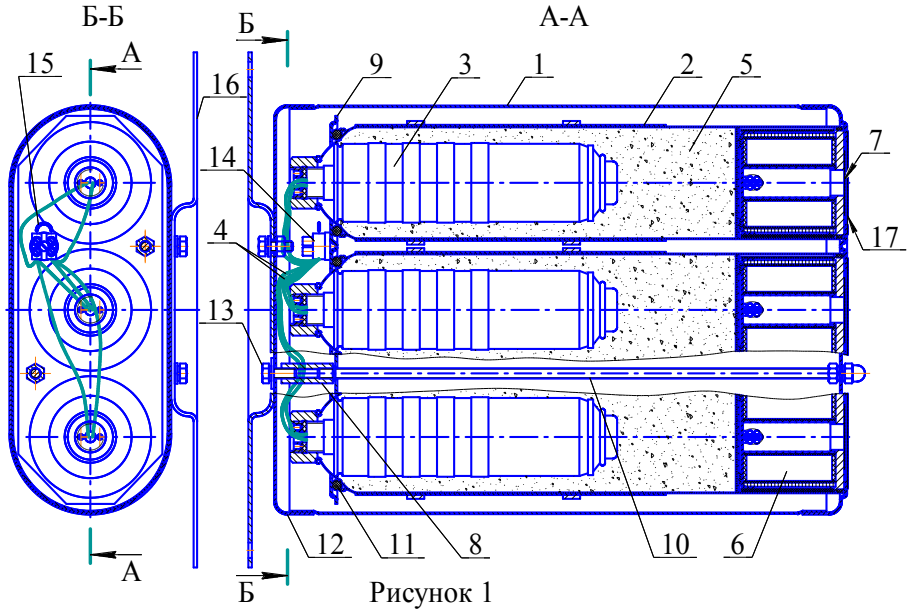

Рисунок 1
4.1.1 ГГПТ (см. рисунок 1) состоит из корпуса **1**, в котором размещены три сменных картриджа **2**, содержащих газогенерирующий элемент **3** с элементом электропусковым **4**. Свободный объем корпуса картриджей **2** заполнен таблетками охладителя **5**. Для очистки огнетушащего газового вещества от механических примесей в каждом картридже установлен фильтр-сепаратор **6**. Выходное отверстие фильтра-сепаратора заглушено самоклеющейся пленкой ПВХ **7**. В верхней части корпуса **1** картриджи при помощи гаек **8** поджаты крышкой **9**. Соединение корпуса **1** с крышкой **9** производится шпильками **10**. Для компенсации воздействия вибрации между картриджами **2** и крышкой **9** установлены резиновые кольца **11.** Сверху ГГПТ закрыт крышкой **12**, которая закреплена болтами **13**, соединенными с гайками **8**. Оголенные концы проводов элементов электропусковых **4**, скрученных по одному проводу от каждого картриджа в две группы и залужённых после скрутки, закреплены в соединительной коробке (зажиме контактном винтовом) **14**. Выходные клеммы соединительной коробки **14** замкнуты проводом **15**. ГГПТ снабжен кронштейном **16**, который болтами крепится к боковой поверхности корпуса **1** или к крышке **11**. Для исключения разрушения самоклеющейся пленки ПВХ **7** при транспортировании, хранении и монтаже отверстия донной части
- снять с несущей поверхности ГГПТ с кронштейном **16** (см. рисунок 1), снять с ГГПТ крышку **12**, отсоединить пусковой кабель и перенести генератор в комнату сборки;
6.1 Извлечь ГГПТ из упаковки, произвести визуальный осмотр целостности корпуса. Снять крышку **11** (см. рисунок 1), открутив болты **12**. Проверить качество крепления оголенных концов проводов элементов электропусковых **4** в соединительной коробке **14**.